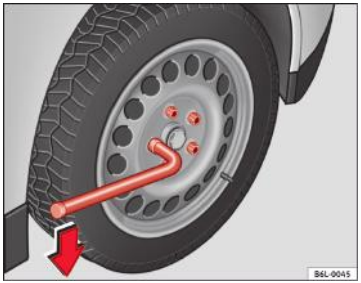

Fig. 145 Schimbarea unei roți: slăbiți prezoanele de roți
– Prindeți cheia tubulară de celălalt capăt şi rotiți-o aproximativ o tură spre **stânga** ⇒ fig. 145.